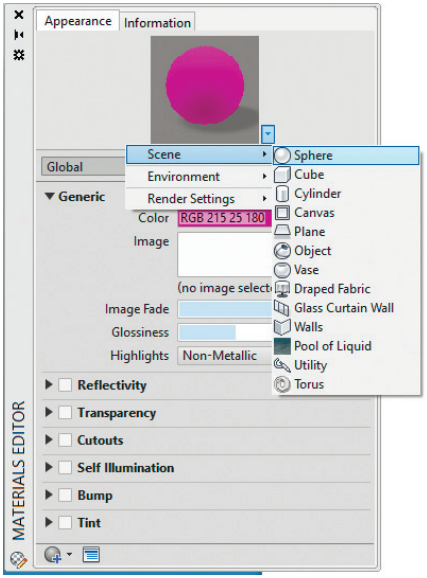

Рис. 25.26. Выбор формы образца материалов
-  **Scene** – выбор формы образца для просмотра и качества тонирования: **Sphere** – шар; **Cube** – куб; **Cylinder** – цилиндр; **Canvas** – полотно; **Plane** – плоскость; **Object** – объект; **Vase** – ваза; **Draped Fabric** – драпировка, ткань; **Glass Curtain Wall** – навесная стена, стекло; **Walls** – стены; **Pool of liquid** – резервуар с жидкостью; **Utility** – кладовая; **Torus** – тор (рис. 25.26).